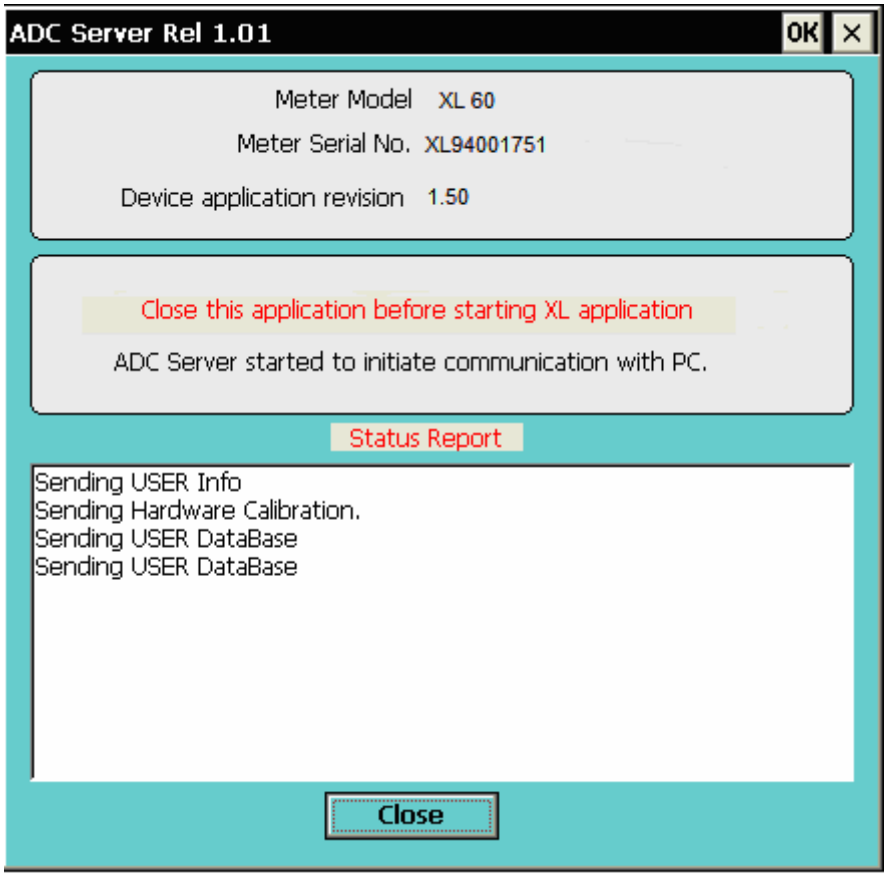

Figure 7 : ADC Server sending information
3. In the meter, the ADC Server recognizes the XLComm connection and starts sending user information, hardware calibration & user database. The communication status information is shown in ADC Server window. (Figure 7)